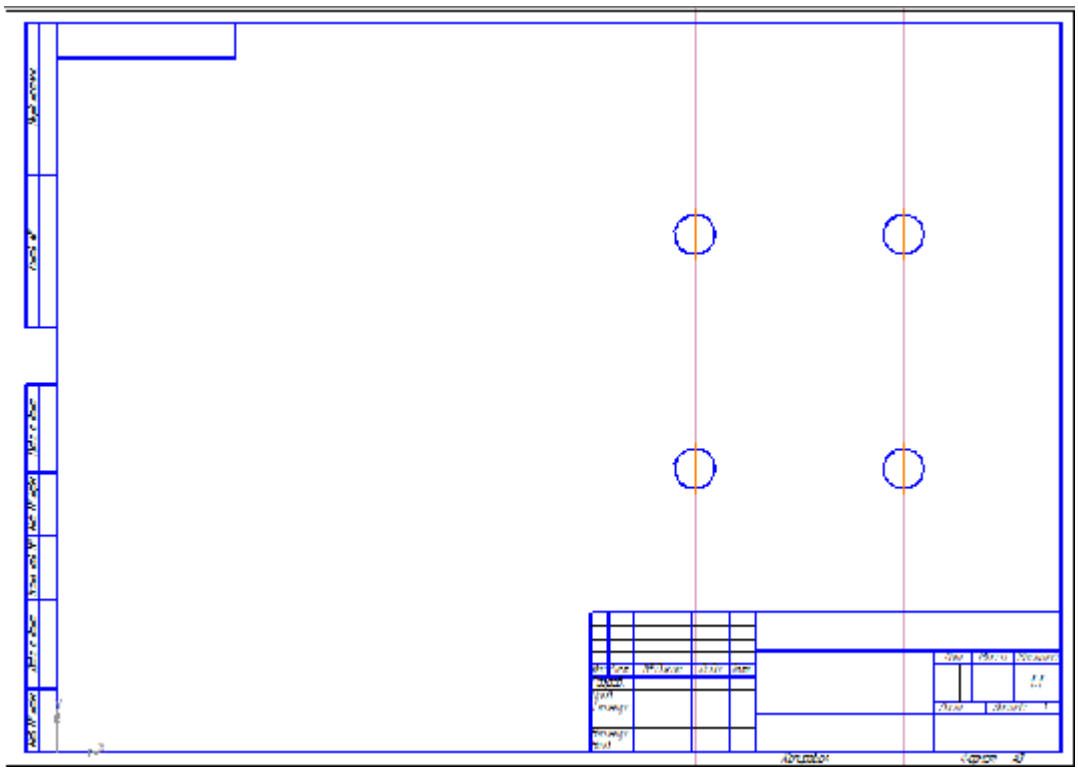

Рисунок 4.5–Результати побудови чотирьох кіл радіусом 16 мм
8) Клацаємо мишею на перетині допоміжних прямих в місці майбутнього розташування отвору, скориставшись прив'язкою *Перетин*. Для побудови другого кола клацаємо мишею в наступній точці перетину допоміжних прямих, задаємо діаметр 16 мм на панелі параметрів та натискаємо *<Enter>*. Друге коло побудоване. Аналогічно будуємо ще два кола після чого натискаємо *<Esc>* для завершення команди *Коло*(рис. 4.5).